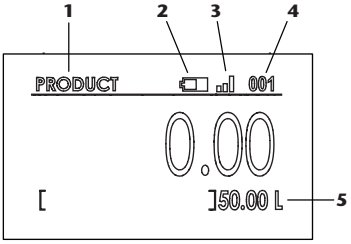

Fig. 8
Cuando se lanza una transacción en el sistema la pantalla muestra el modo transacción (fig. 8) en el que se puede ver la cantidad preseleccionada (5).